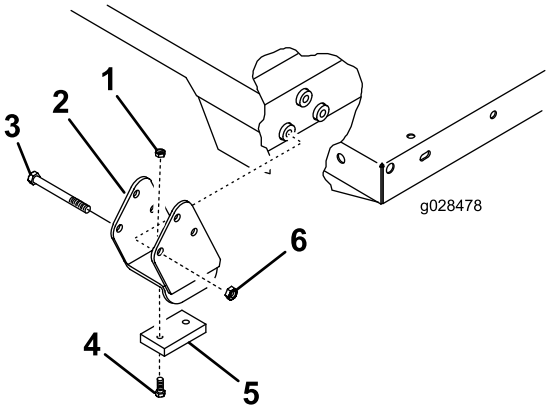

Bild 3
3. Befestigen Sie einen Verschleißblock mit zwei Bundkopfschrauben und zwei Sicherungsmuttern an den linken und rechten Distanzstückhalterungen (Bild 3).
4. Montieren Sie die Distanzstückhalterungen mit drei Schlossschrauben (3/8" x 3-3/4") und drei Sicherungsmuttern (3/8") vor den rechten und linken Kanälen des Ladepritschenrahmens, wie in Bild 3 abgebildet.
5. Positionieren Sie die Halterungen an den Kanälen, wie in Bild 3 abgebildet.